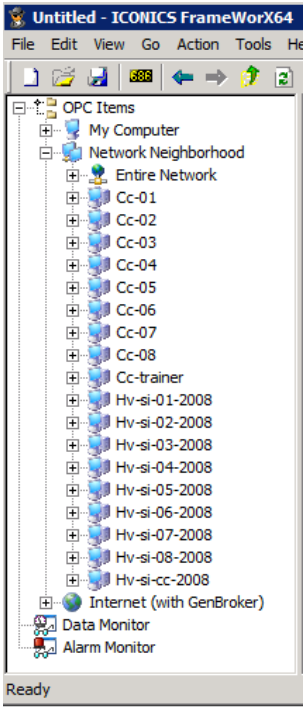

Figure L14.2 – ICONICS Training Facility Network Neighborhood
5. The following Figure L14.2 displays in Dataspy: the nodes on the Foxboro, MA, USA training facility network.